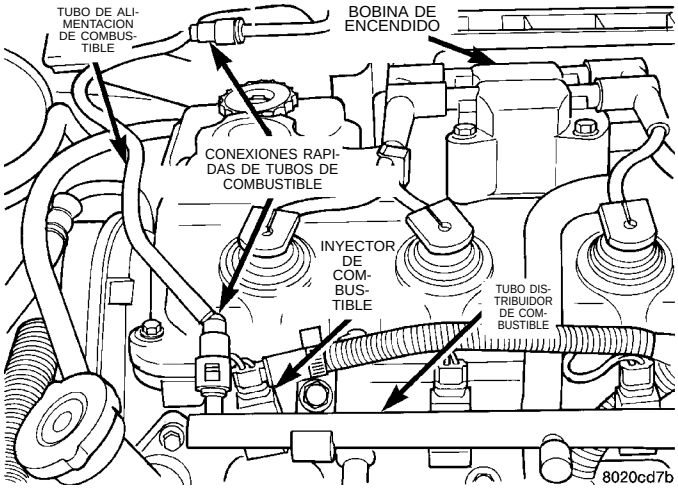

Fig. 60 Inyectores de combustible—Característico
(8) Inspeccione las conexiones eléctricas de los inyectores de combustible (Fig. 60).